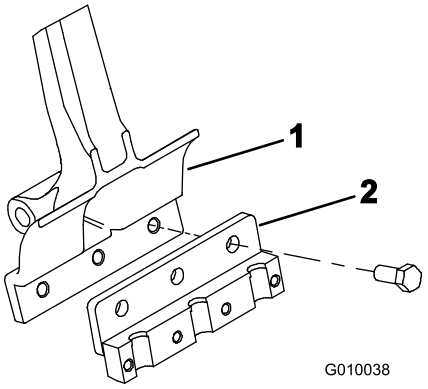

Figur 22
2. Monter en pibeholder på hver pibearm med 3 bolte (1/2 x 1-1/4 tommer) (Figur 22). Tilspænd boltene til 101,6 Nm.